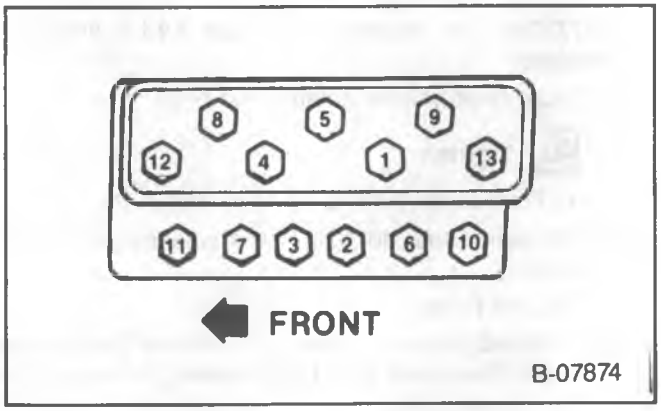

Figure 15—Cylinder Head Bolt Tightening Sequence
Install or Connect (Figure 15)
- Cylinder head bolts, in three steps using the sequence shown in figure 15. Final-torque to 90 N•m (65 ft. lbs.).